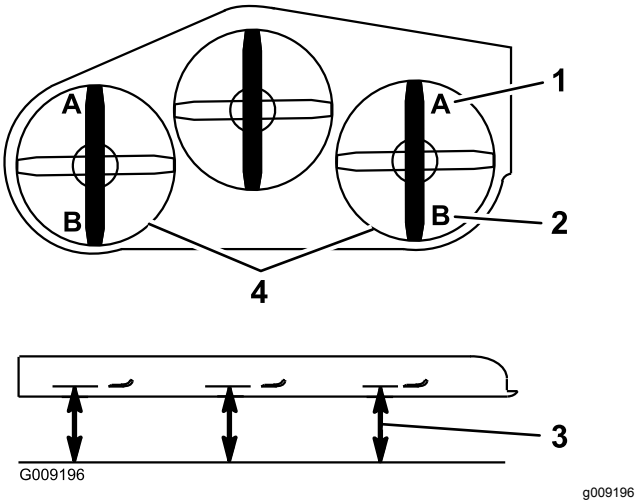

Figur 77
9. Mål fra den jevne overflaten til den fremre tuppen på kniven (posisjon A) på begge sider av klippeenheten, som vist i Figur 77.
16. Mål fra den jevne overflaten til den bakre tuppen på kniven (posisjon B) på begge sider av klippeenheten, som vist i Figur 77.